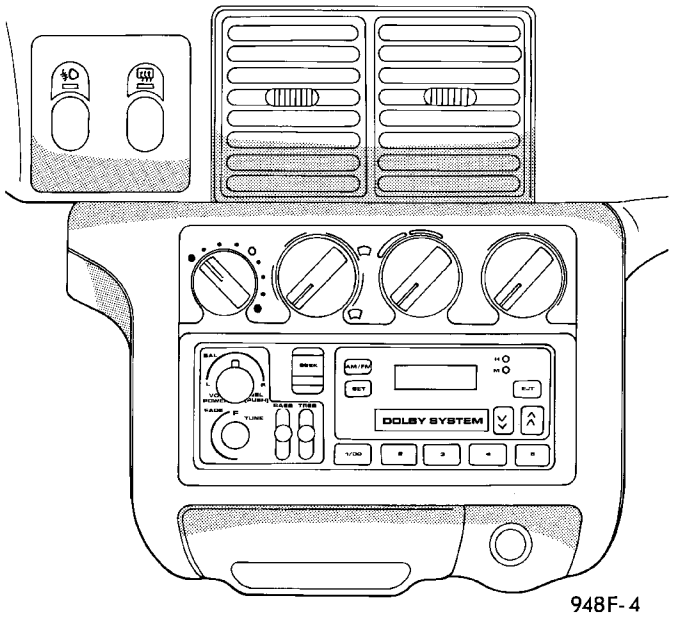

Fig. 6 Marco del módulo central
(1) Retire el marco del módulo central (Fig. 6).